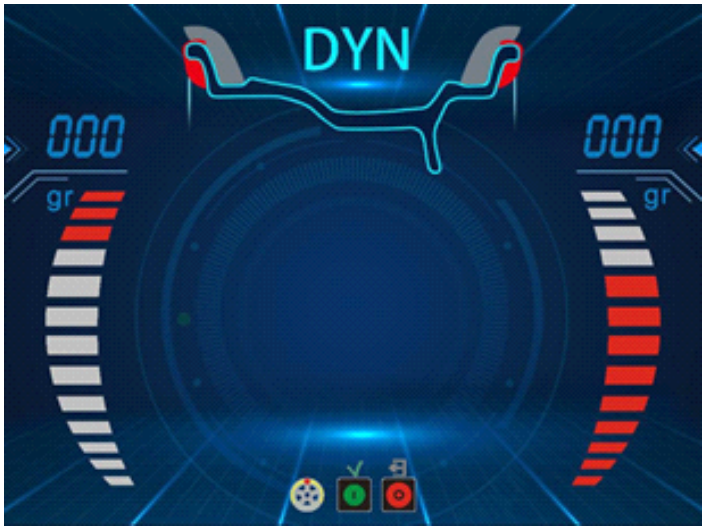

Рис. 5
4.1.8 После закрепления противовесов, опустите кожух или нажмите , чтобы выполнить вращение. Если на дисплее отобразится 00 00, - это означает успешную балансировку. (Рис.5)